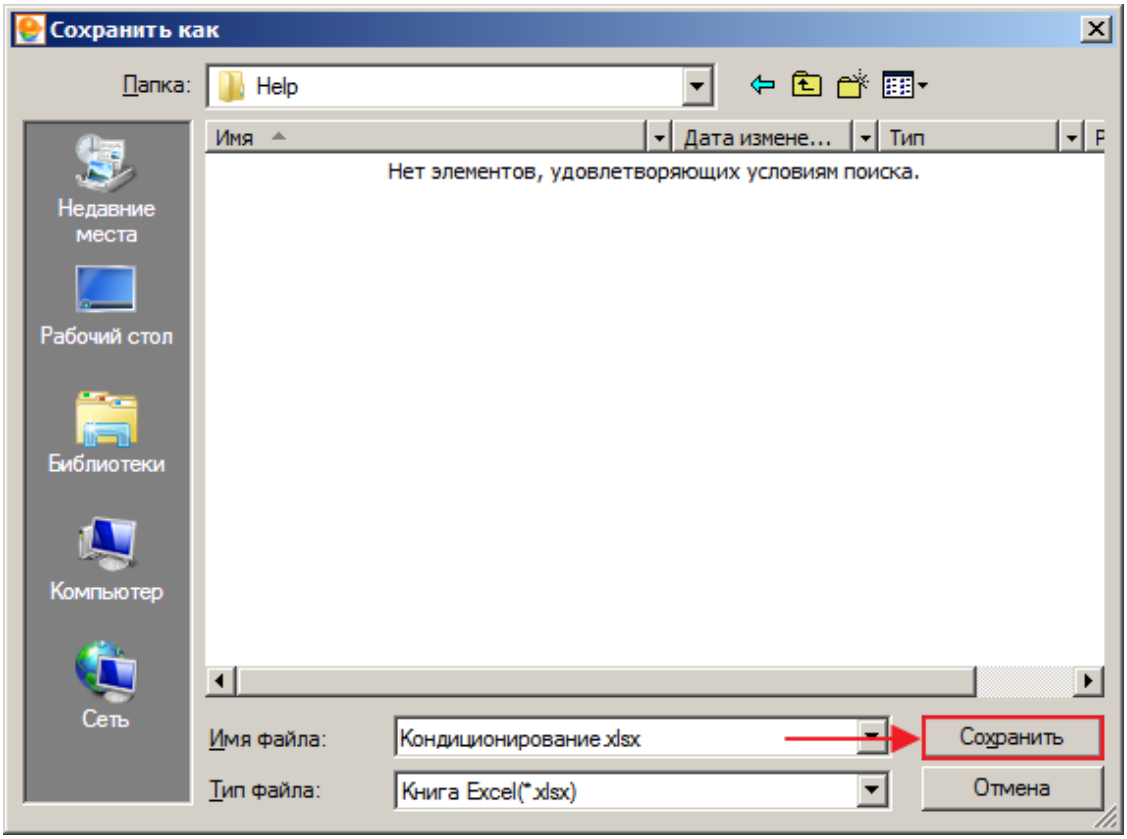

Рис. 3. Выбор папки для сохранения файла
- В окне **Сохранить как** выберите папку, в которую будет сохранен сформированный файл, и нажмите **Сохранить** (см рис. 3).